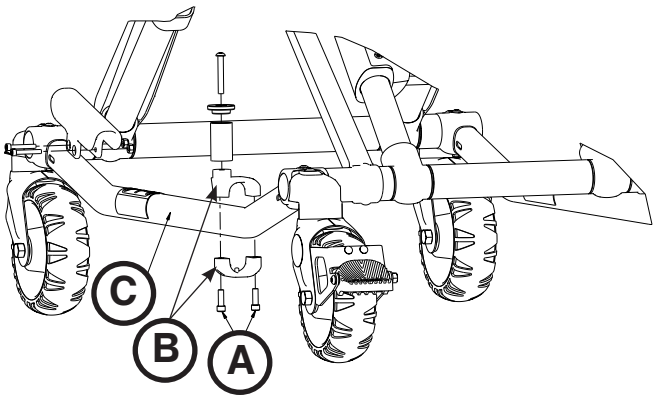

Figura 71
1. Con un cacciavite Torx T27, rimuovere le due viti a testa piatta (A) che fissano le staffe perno (B) al telaio del carrello (C) (Figura 71). Conservare entrambe le viti per il riassemblaggio.